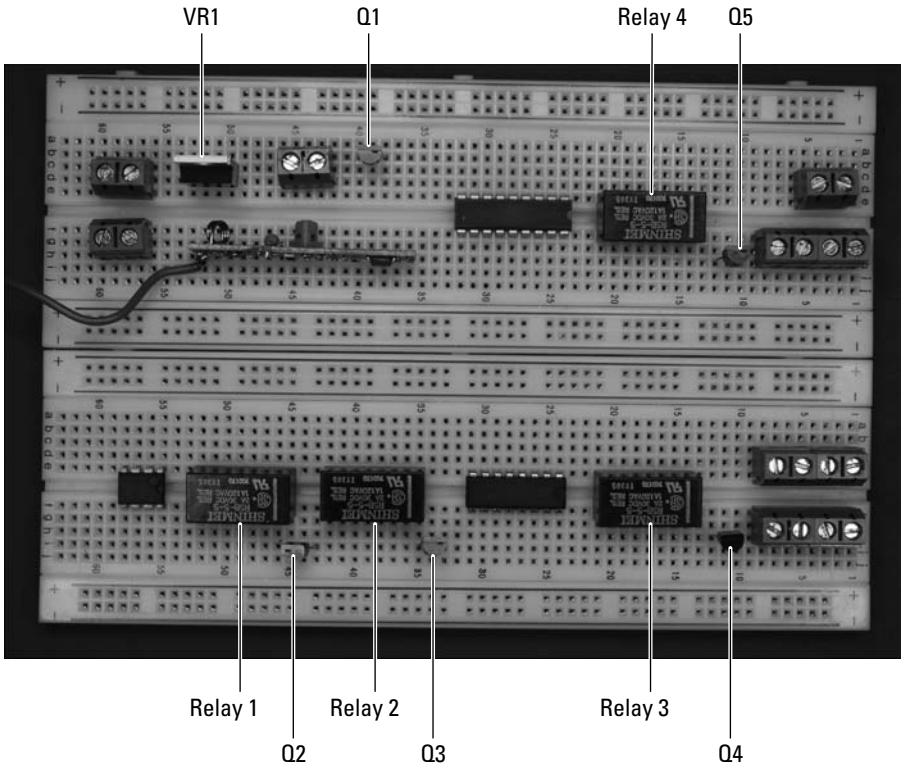

Figure 13-19: Place the RB5-5-S relays, LM7805 voltage regulator, and 2N3904 transistors on the breadboard.
3. **Place the four RB5-5-S relays (Relay 1–Relay 4) and five 2N3904 (Q1–Q5) transistors on the breadboard, as shown in Figure 13-19.**
- Collector lead to the left side, as shown in Figure 13-19